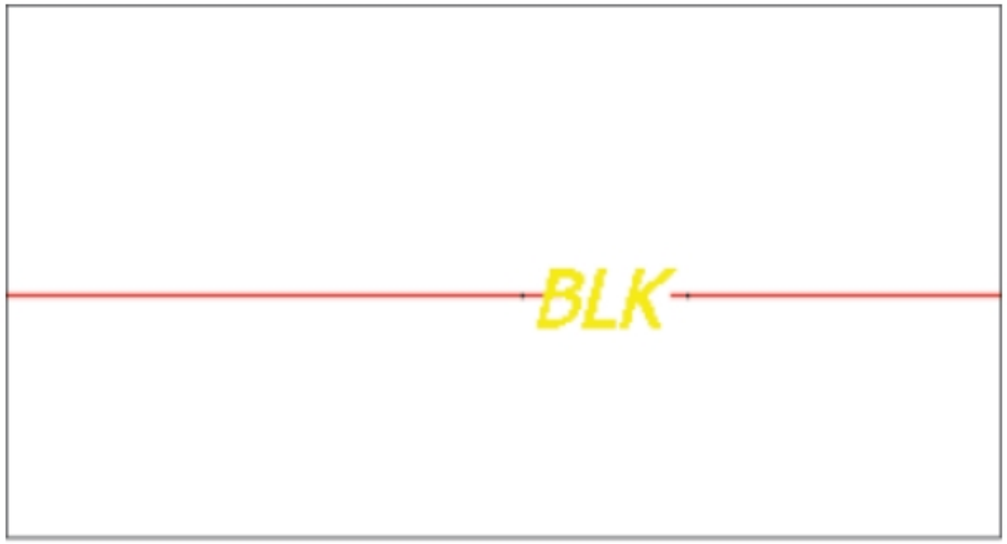

Figure-39. In-Line label
- Click on the wire to insert the label. The label will be inserted; refer to Figure-39. Press **ESC** to exit the tool. Note that you can press **SPACEBAR** to reactivate the previous tool.